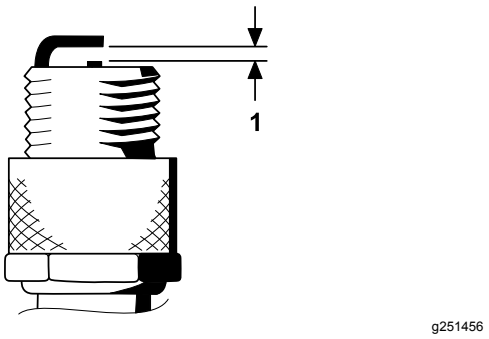

Figuur 31
4. Zorg ervoor dat de elektrodenafstand tussen de centrale elektrode en de massa-elektrode 0,76 mm bedraagt; zie Figuur 31.